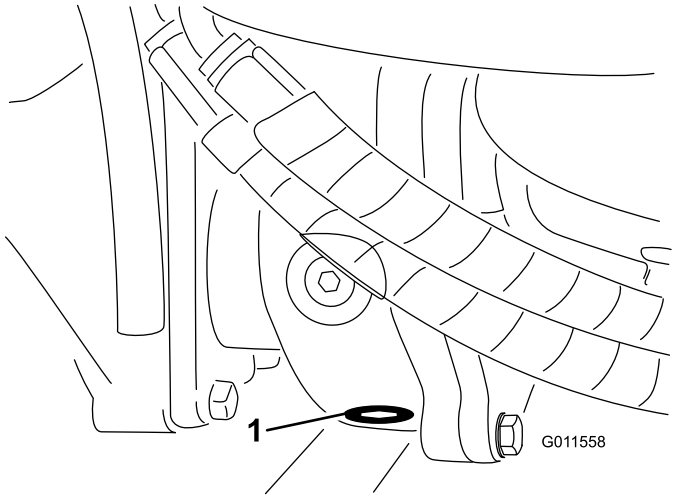

Рисунок 64
5. Очистите область вокруг пробки сливного отверстия в нижней части редуктора (Рисунок 64).